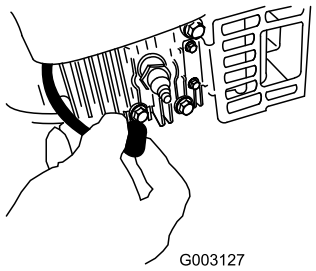

Figur 31
2. Koble fra tennpluggledningen fra tennpluggen (Figur 31) før du utfører vedlikeholdsprosedyrer .